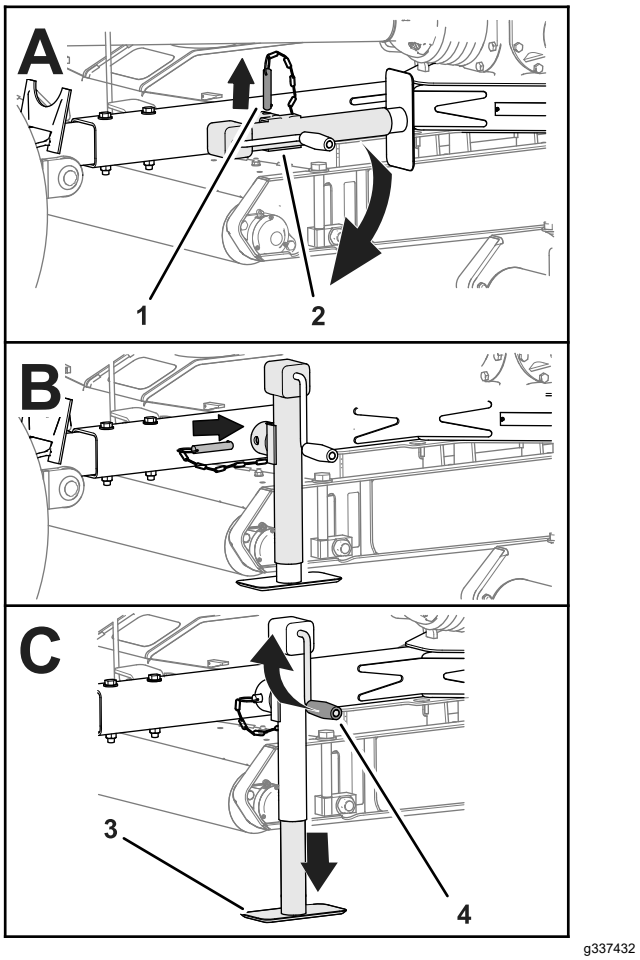

Figur 23
3. Avlägsna sprinten och vrid bogseringsstångens domkraft till vertikalt läge (Figur 23).
4. Rikta in hålet i bogseringsstången med hålet i domkraften (Figur 23).
5. Skjut in sprinten genom hålen i bogseringsstången och domkraften (Figur 23).
2. Vrid på domkraftshandtaget för att höja upp domkraftsplattan så högt det går. Se Figur 23 i Stötta upp gräsklipparen med domkraften (sida 16).